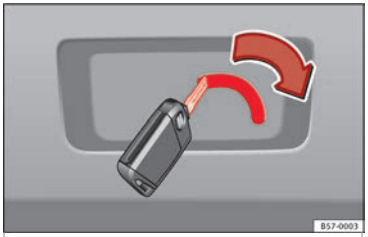

Fig. 8 Luggage compartment: emergency release.
- To unlock the rear lid, push the lever in the direction of the arrow using the key blade ››› **Fig. 8**.